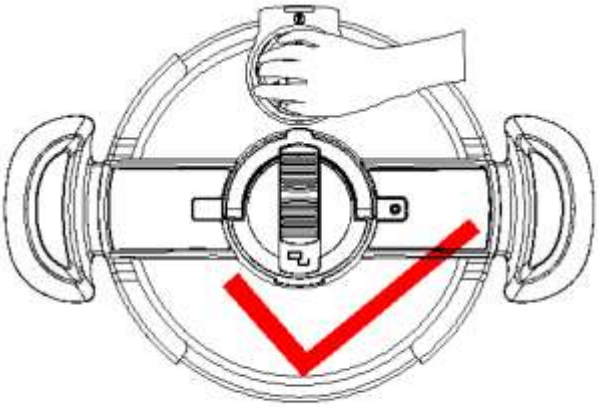

Fig B2
- Użytkownik nie powinien dotykać ani kierować się w stronę otworu wylotowego podczas uwalniania pary ani przy regulacji zaworu. Wydobywające się powietrze jest gorące (Nieprawidłowo: Rys. B1, Prawidłowo: Rys. B2).